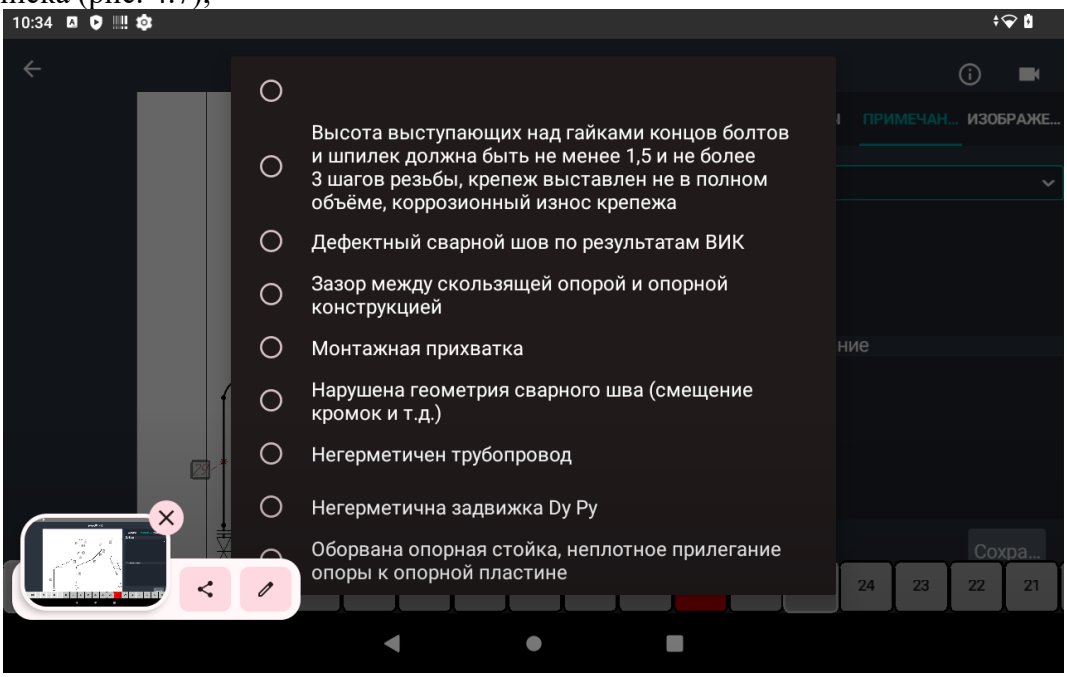

Рис. 4.7 – Дефекты из выпадающего меню
- нажать кнопку и выбрать предлагаемые варианты **дефектов** из выпадающего списка (рис. 4.7);